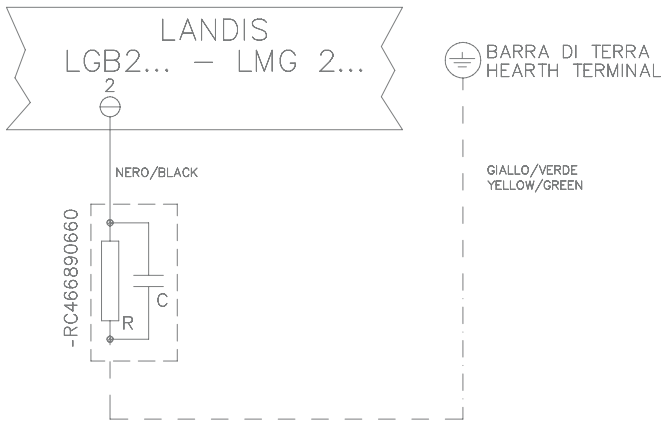

Fig. 43
* En estas ocasiones insertar un circuito RC (véase Fig. 43)